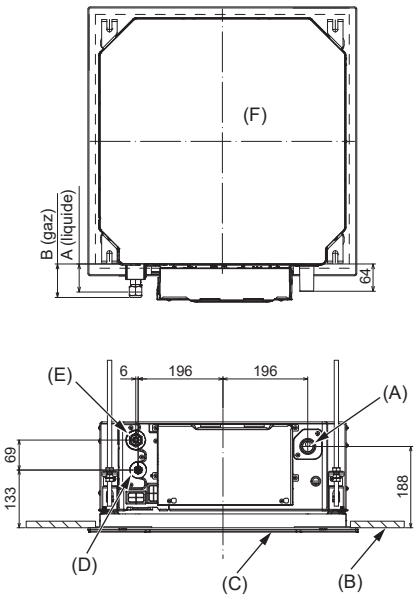

Fig. 4-3
4.3. Emplacements des tuyaux de réfrigérant et d'écoulement (Fig. 4-3)